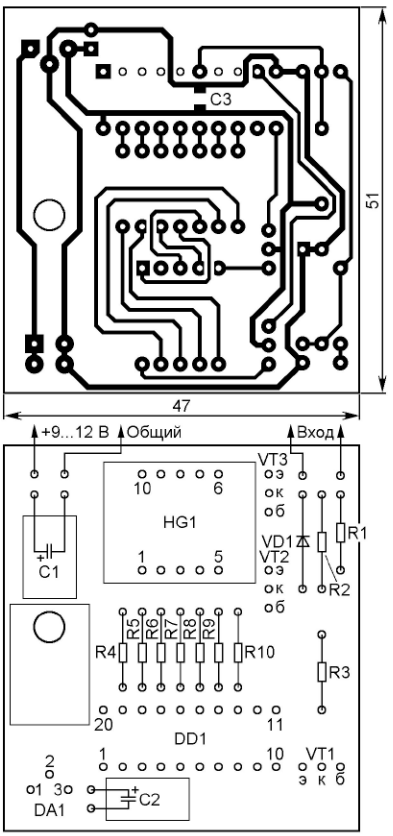
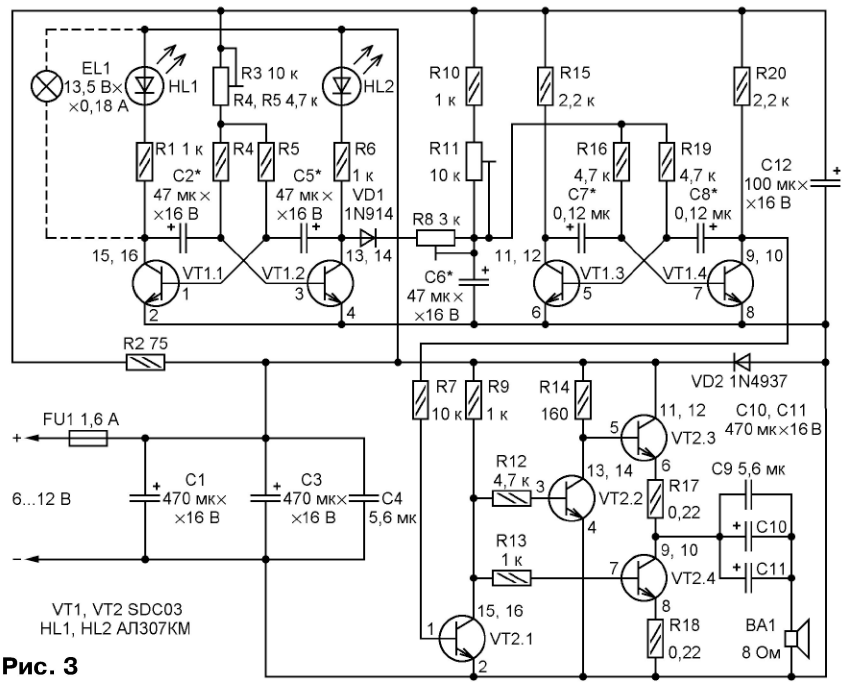

Рис. 2
Рис. 3
Чертёж возможного варианта печатной платы показан на **рис. 2**. Резисторы — МЛТ, С2-33, конденсаторы C1, C2 — оксидные импортные, C3 — керамический типоразмера 1206 для поверхностного монтажа. Остальные детали — указанных в статье типов. Для уменьшения размера смонтированной платы по высоте оксидные конденсаторы устанавливают параллельно плате и приклеивают к ней клеем "Момент". Штрихпунктирными линиями изображены контуры корпусов интегрального стабилизатора DA1 и конденсаторов C1, C2.
*В схеме устройства (см. рис. 2 в статье) выявлены ошибки (неверно указаны номинальное сопротивление и включение резистора R2). Исправленная схема изображена на **рис. 3**. На ней также уточнены номиналы некоторых элементов.*